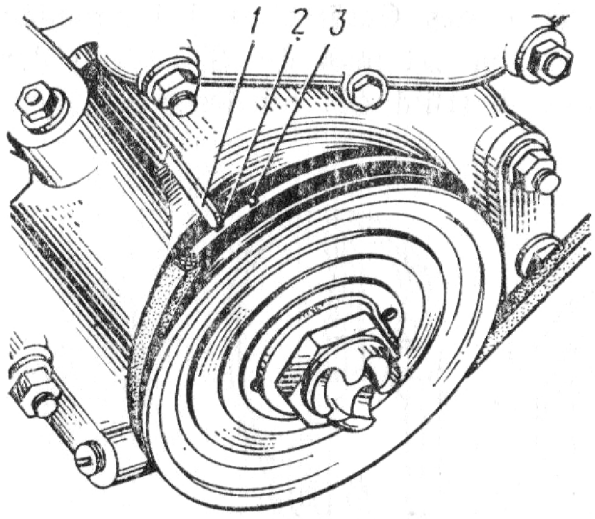

Bild 44. Einstellen des Kolbens des 1. Zylinders in OT-Stellung am Ende des Verdichtungstaktes für Motor 331.10:
2. Kurbelwelle * im Uhrzeigersinn drehen und Einstellmarke *2* (Bild 44)